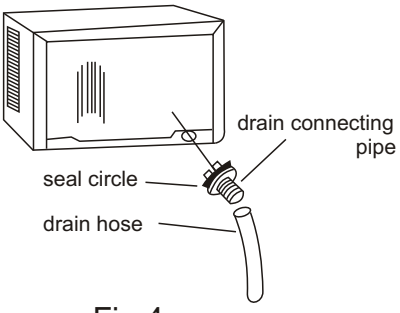

Fig.4
7. All attachments being fixed, put the air conditioner on the iron support. If there is a drain hose, lead it to a required place (see Fig.4) not for HW-18XXX.